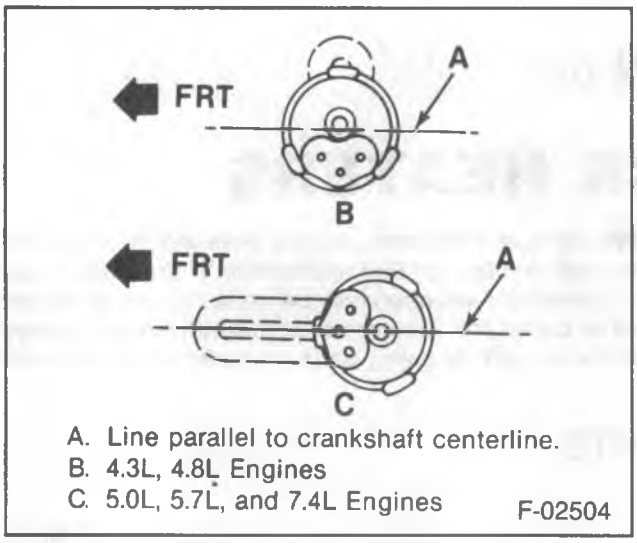

Figure 2—Element Position-Gas Engine
3. Position the block heater as shown for the engine in figure 2 or 3.